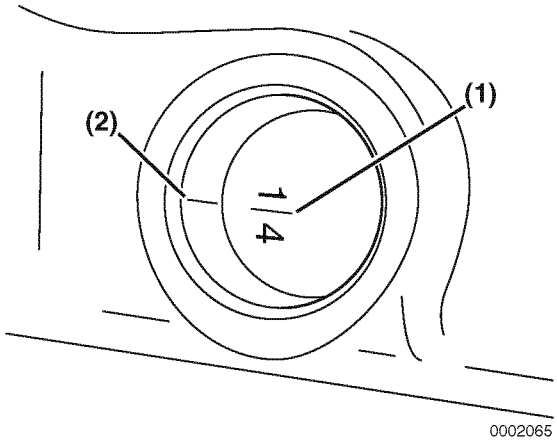
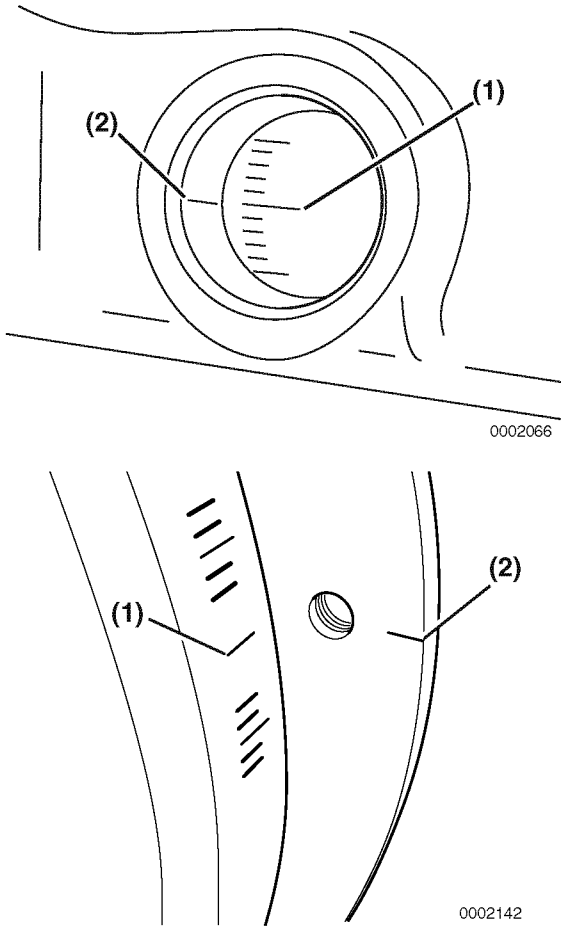

Figure 7-44
Figure 7-45
8. Highlight the timing reference mark **(Figure 7-44, (2))** on the flywheel housing or engine back plate **(Figure 7-45, (2))**. Highlight the TDC (Top Dead Center) mark **(Figure 7-44, (1))** on the flywheel.
9. Highlight the target timing mark **(Figure 7-45, (1))** on the flywheel as calculated in *Determining the Fuel Injection Timing Specification on page 7-30.*
12. Check the position of the flywheel target timing mark (previously determined) **(Figure 7-45, (1))** in relation to the timing reference mark **(Figure 7-45, (2))** on the flywheel housing or engine back plate. If the two marks are aligned, the fuel injection timing is correct. If the marks do not align, the fuel injection timing must be adjusted. *See Adjusting Fuel Injection Timing on page 7-34.*